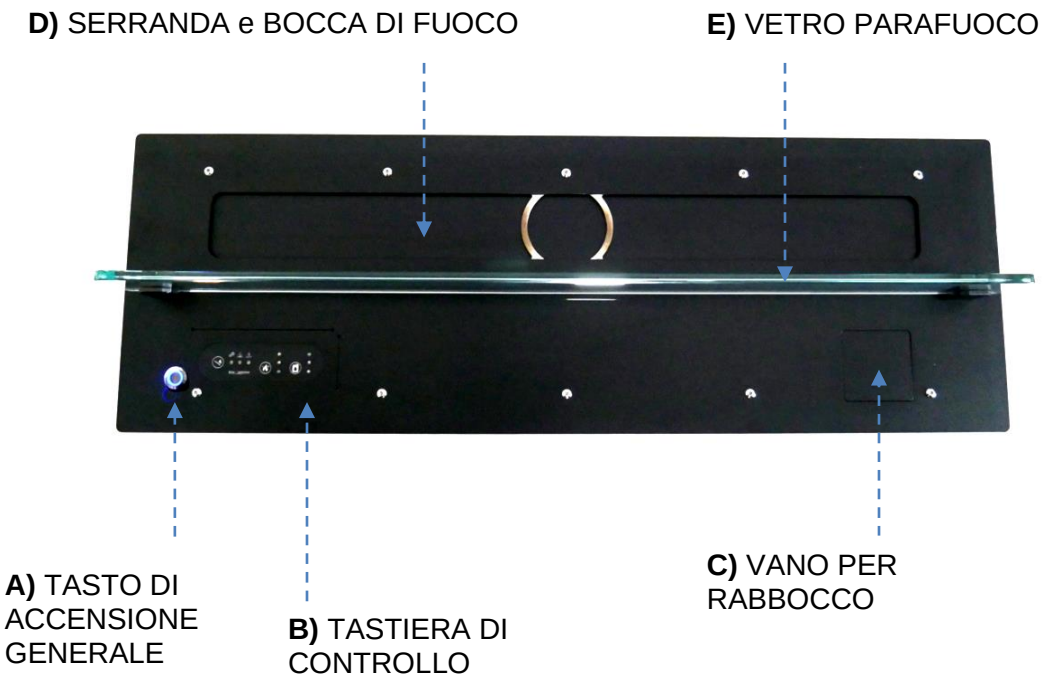

Fig.1
- Premere il pulsante di accensione generale (A. Fig.1), attendere la fase di test (i led si illuminano tutti in sequenza e si spengono). Ora il bruciatore è in funzione e in attesa di comandi da tastiera o da remoto.
1. Aprire il **vano per il rabbocco** (C Fig.1) e inserire il **tubo di riempimento** in dotazione nella presa di carico a innesto rapido, inserire l'estremità del tubo libera nel contenitore di bioetanolo.